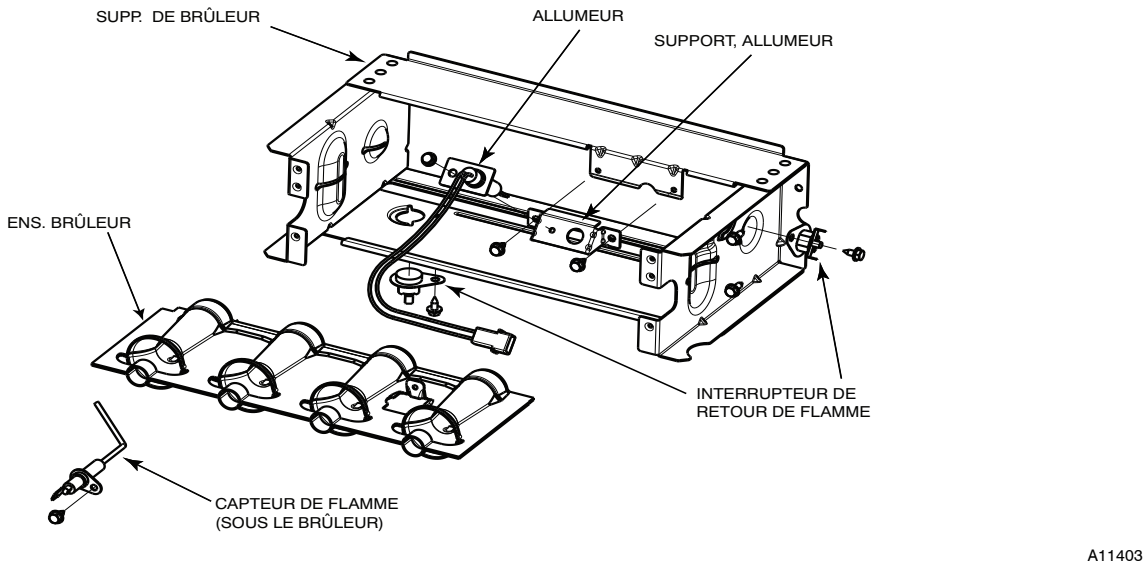

Fig. 63 - Ensemble du brûleur
6. Retirer les vis qui maintiennent l'ensemble du brûleur sur le panneau cellulaire. Voir la Fig. 63.